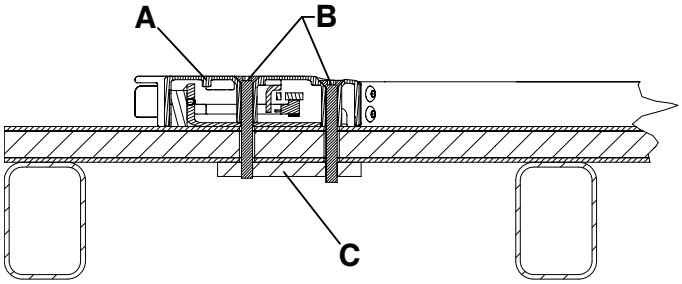
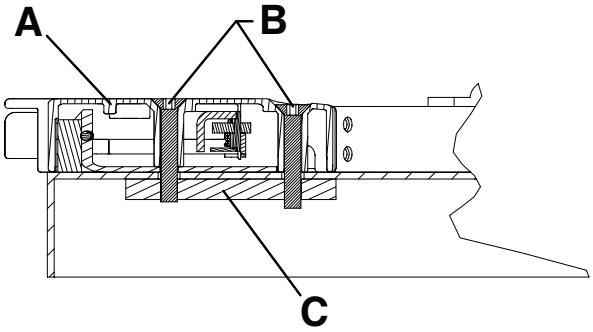

Figura 7 – Capăt pentru picioare cu montare pe podea - Vederea 3A
Figura 8 – Capăt pentru picioare cu montare pe tavă - Vederea 3B
3. Ancorați carcasa zăvorului capătului pentru picioare (A) de podea sau de tavă folosind patru șuruburi cu cap plat M8 (B) (nefurnizate).
Notă - O placă de suport din oțel (C) (sau echivalentă) este necesară pentru susținere suplimentară (nefurnizată) (Figura 7 sau Figura 8).